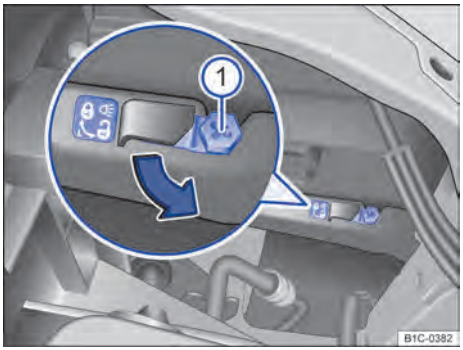

Fig. 183 No compartimento do motor: alavanca de destravamento do farol dianteiro esquerdo.
3.	Destravar a carcaça do farol. Para isso, enfiar a chave de fenda Phillips ⇒ Página 303 na alavanca de destravamento ⇒ Fig. 183 ①.
4.	Girar a chave de fenda em aproximadamente 50° no sentido 🔓 ⇒ Fig. 183 (seta), até que ressoe um ruído de “clique” (no farol esquerdo, no sentido anti-horário, no farol direito, no sentido horário).